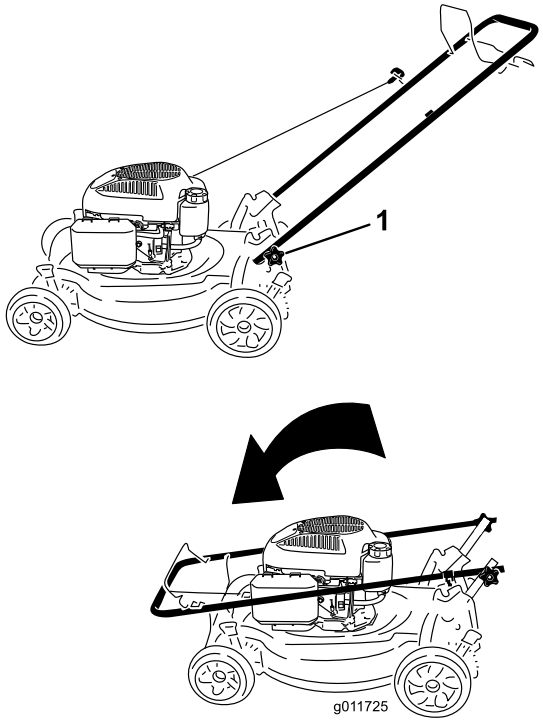

Figur 27
1. Løsn håndtagsknapperne, indtil det øverste håndtag bevæger sig frit (Figur 27).
1. Håndtagsknap (2)
2. Flyt håndtaget fremad som vist i Figur 27.